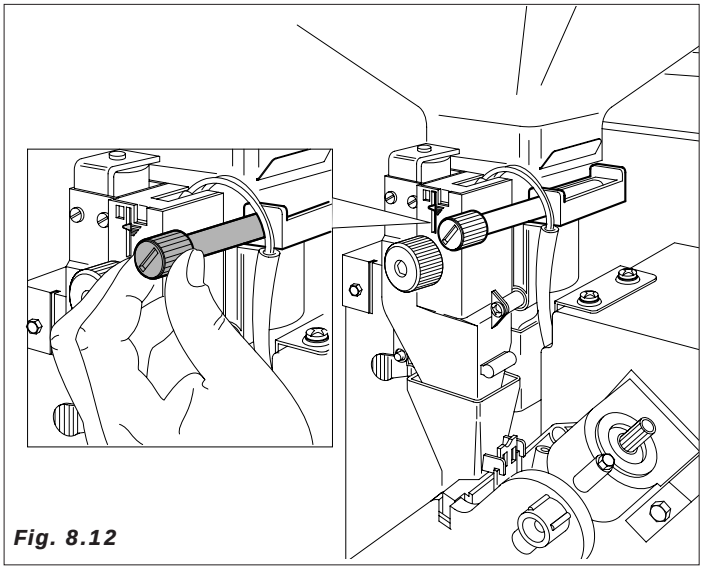

Fig. 8.12
- ***Regulación del grado de molienda.*** Girar el tornillo *(Fig.8.12)* para obtener los resultados deseados.